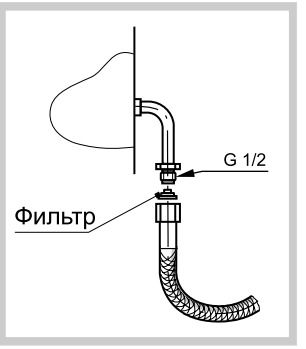

Рис. 17
- Подсоединение плиты к газовой сети или баллону должно быть выполнено при помощи гибкого шланга согласно действующим в Вашем регионе нормативным документам в области газоснабжения и безопасности (рис. 17).